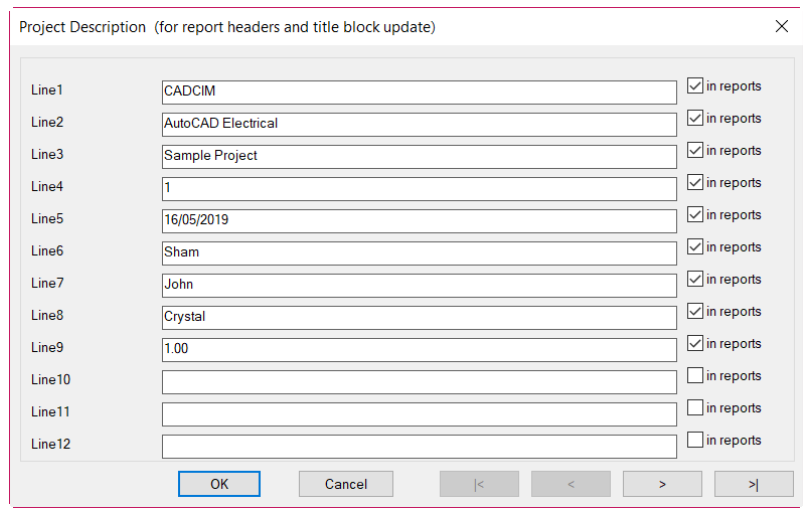

***Figure 2-57** The **Project Description** dialog box*
9. Enter the following information in the **Project Description** dialog box, as shown in Figure 2-57.
Next, select the **in reports** check box corresponding to each of these lines to include this description in the reports, refer to Figure 2-57.